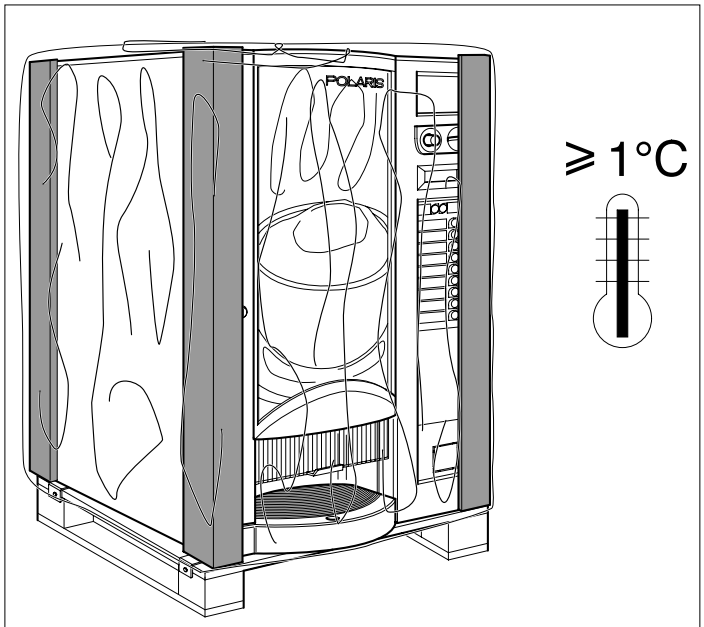

Fig.7.22
- proteger o externo com um filme ou saco de celofane *(Fig.7.22)*